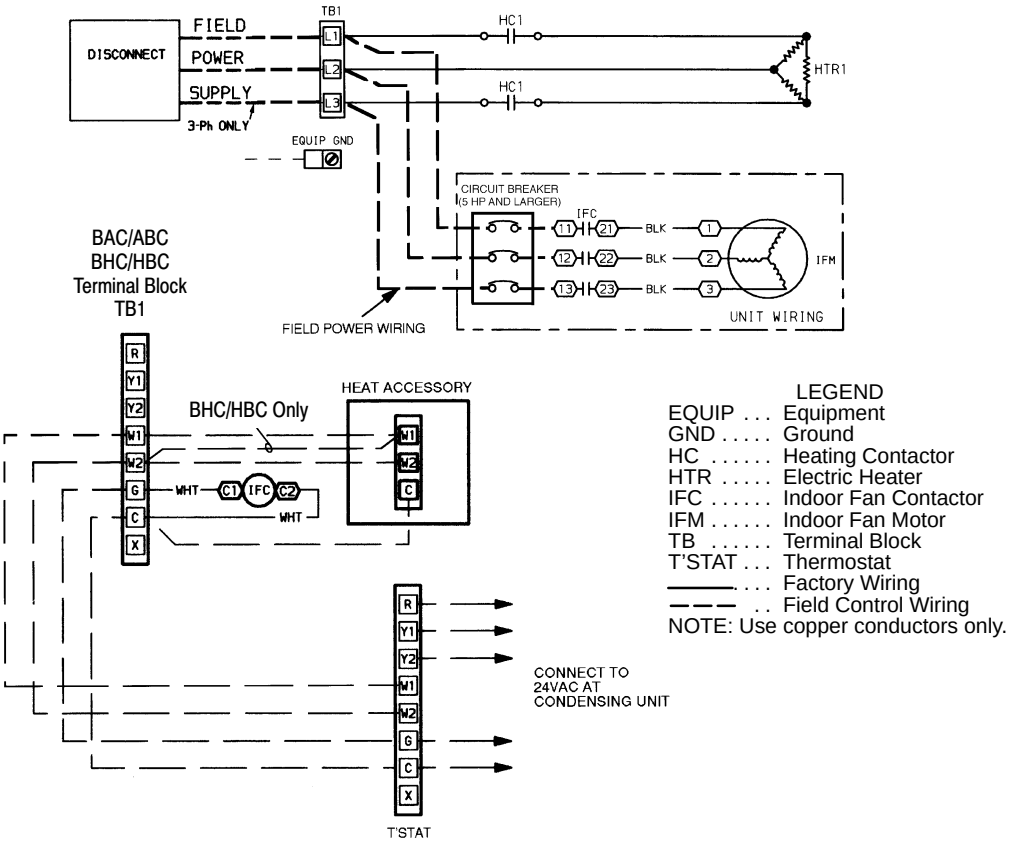
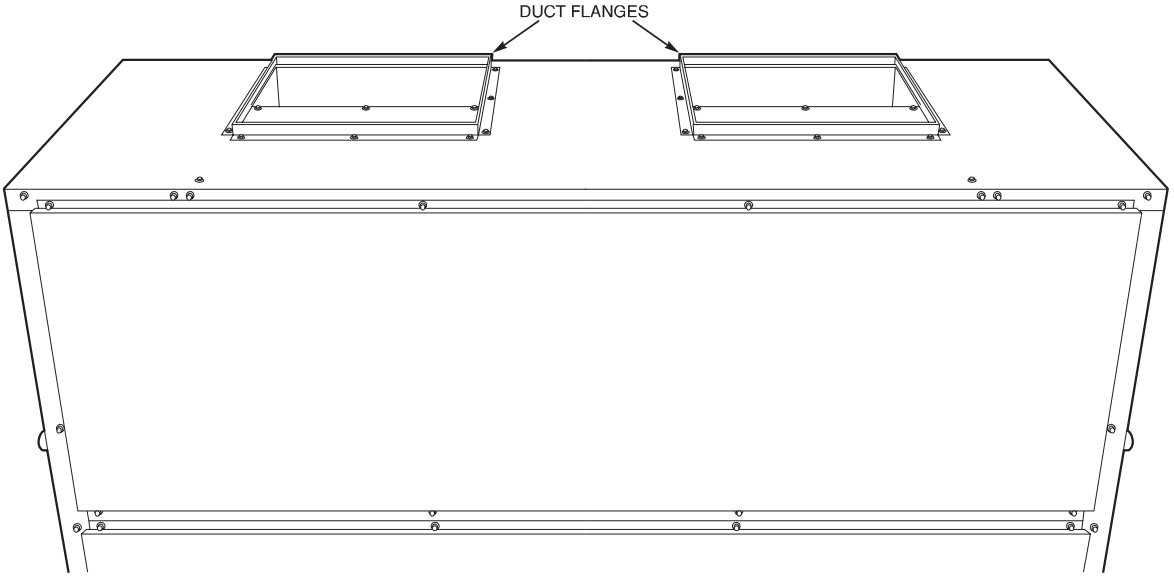

**Fig. 13 — Unit Wiring**
**Fig. 14 — Duct Flange Connection**
Fan motors are factory installed on all units. Indoor-fan contactors are located in the fan contactor box behind the side access panel (see Fig. 11 and 12). Wire the thermostat to the 24-v control circuit terminal block located in the side of the fan contactor control box, according to Fig. 13 or the unit label diagram. If the air handler is part of a split system, complete the wiring from the condensing unit to the thermostat shown in Fig. 14.
**DISCHARGE CONNECTIONS** Duct flanges are factory supplied; they are shipped inside the unit attached to the hairpin end of the coil tube sheet for field installation. Using the existing screws, install the duct flanges on the unit's fan deck. Each fan discharge requires 2 flanges; each flange must be bent in the middle to conform to the discharge opening. See Fig. 14. After flanges are installed, connect them to the supply duct using a canvas connection to prevent vibration. It is important that this connection be properly fabricated to prevent high air friction losses and air noise.